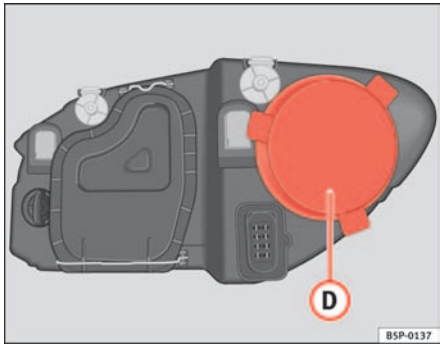

Fig. 184 Side lights
– Remove the cover ⇒ fig. 184 (D) by pulling on this.